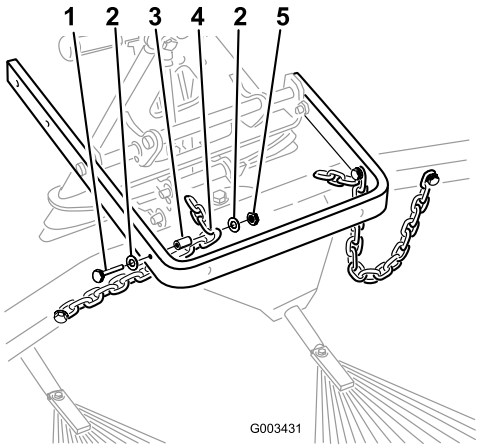

Figura 15
8. Fije el tercer eslabón de cada cadena al interior del brazo de elevación usando los pernos, arandelas, espaciadores, y contratuercas que retiró anteriormente (Figura 15).